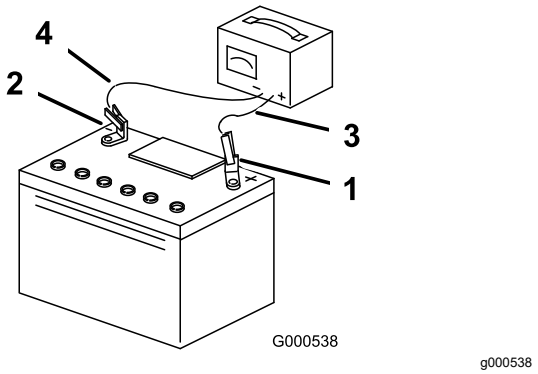

Figur 51
3. Når batteriet er helt oppladet, kobler du laderen fra strømuttaket, og deretter laderledningene fra batteripolene (Figur 51).